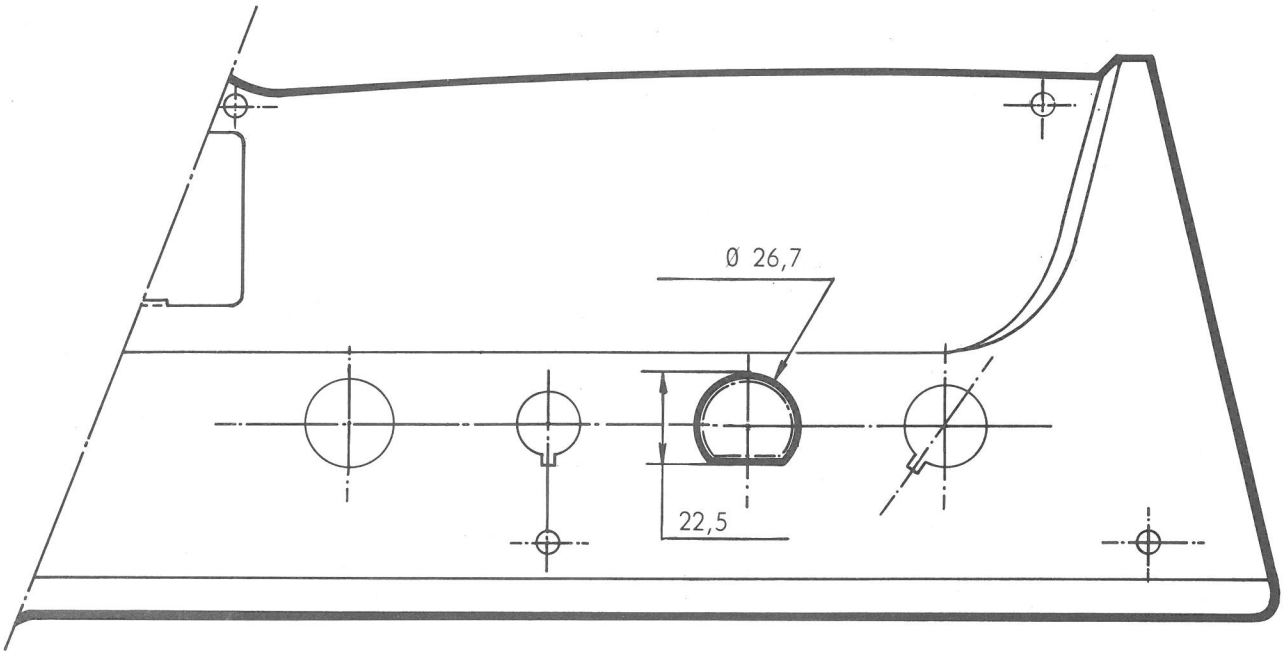

Fig. 1
- la planche de bord (voir fig. 1).